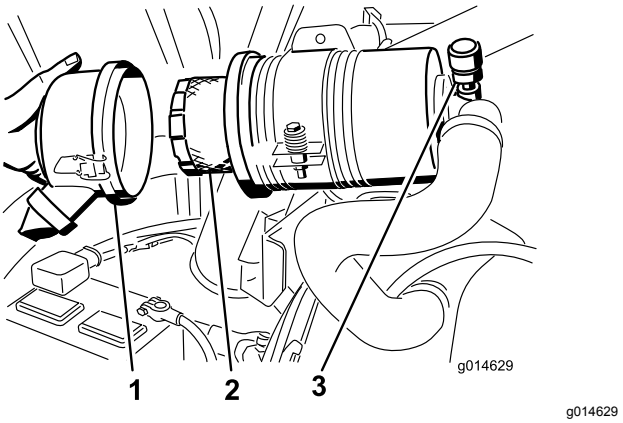

Figur 47
4. Ta bort och byt ut filtret (Figur 47).